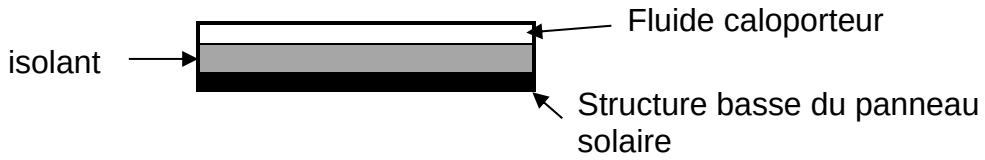

Figure 2 : Schéma de la structure du panneau solaire
Afin de limiter les pertes thermiques, le panneau solaire contient un isolant intercalé entre le fluide caloporteur, chauffé par le Soleil, et la structure basse du panneau (figure 2). Cette couche isolante est composée soit d'une résine de mélamine, soit d'une mousse de polyuréthane rigide.
- Le flux thermique à travers l'isolant a pour expression $\Phi = \frac{\Delta\theta}{R_{th}}$ où $\Delta\theta$ est la différence de température entre les parties supérieure et inférieure de l'isolant (figure 2).